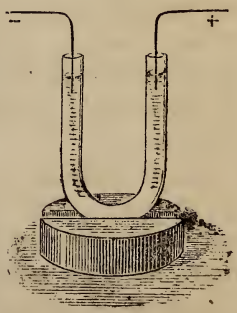

Fig. 2.
34. **Distinction des acides et des bases par l'électricité.** — A l'aide d'une pile électrique, on peut reconnaître l'élément acide et l'élément basique d'un sel. Pour cela, dans un tube en U, de verre, ouvert par les deux bouts (fig. 2), on verse une dissolution de sulfate neutre de potasse, après l'avoir colorée avec un peu de sirop de violette, qui a la propriété d'être rougi par les acides et verdi par les bases alcalines; on plonge ensuite les deux pôles d'une pile en activité dans les deux branches du tube. On voit, au bout de peu de temps, que la liqueur devient verte au pôle négatif, tandis qu'elle devient rouge au pôle positif. Cette expérience prouve que le pôle négatif attire les bases, et le pôle positif les acides. Comme l'électricité a la propriété d'attirer toujours à elle les corps chargés de fluide contraire, on en conclut que les molécules des bases sont électro-positives, et celles des acides électro-négatives.